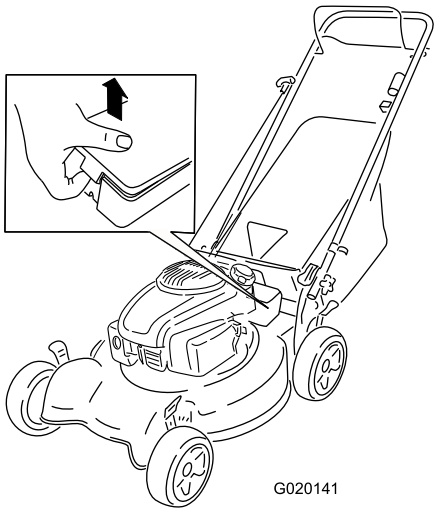

**Figuur 24**
1. Maak beide uiteinden van het accudeksel los en verwijder dit (Figuur 24).